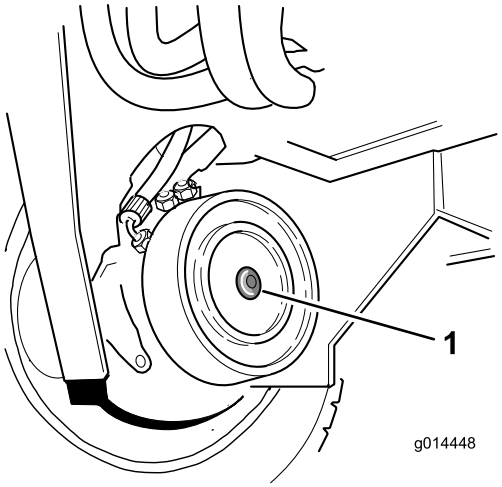

Figur 45
2. Identifiser den høyre, fremre bremseskiveenheten og fjern sekskantpluggen (Figur 45).